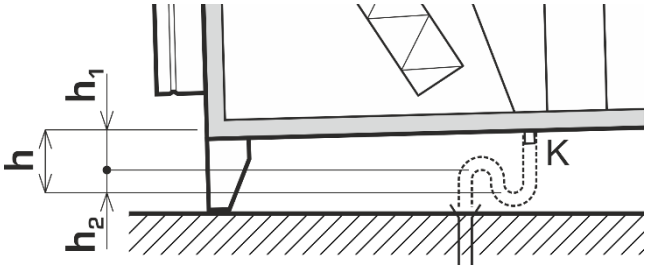

Abb. 1
- Schließen Sie an den Kondensatanschluss des Lüftungsgerätes (ø32mm) einen Siphon oder einen flexiblen Schlauch an, der wie ein Siphon mit den Maßen nach Abb.1 geformt wird. Fixieren Sie den geformten Siphon fachgerecht.